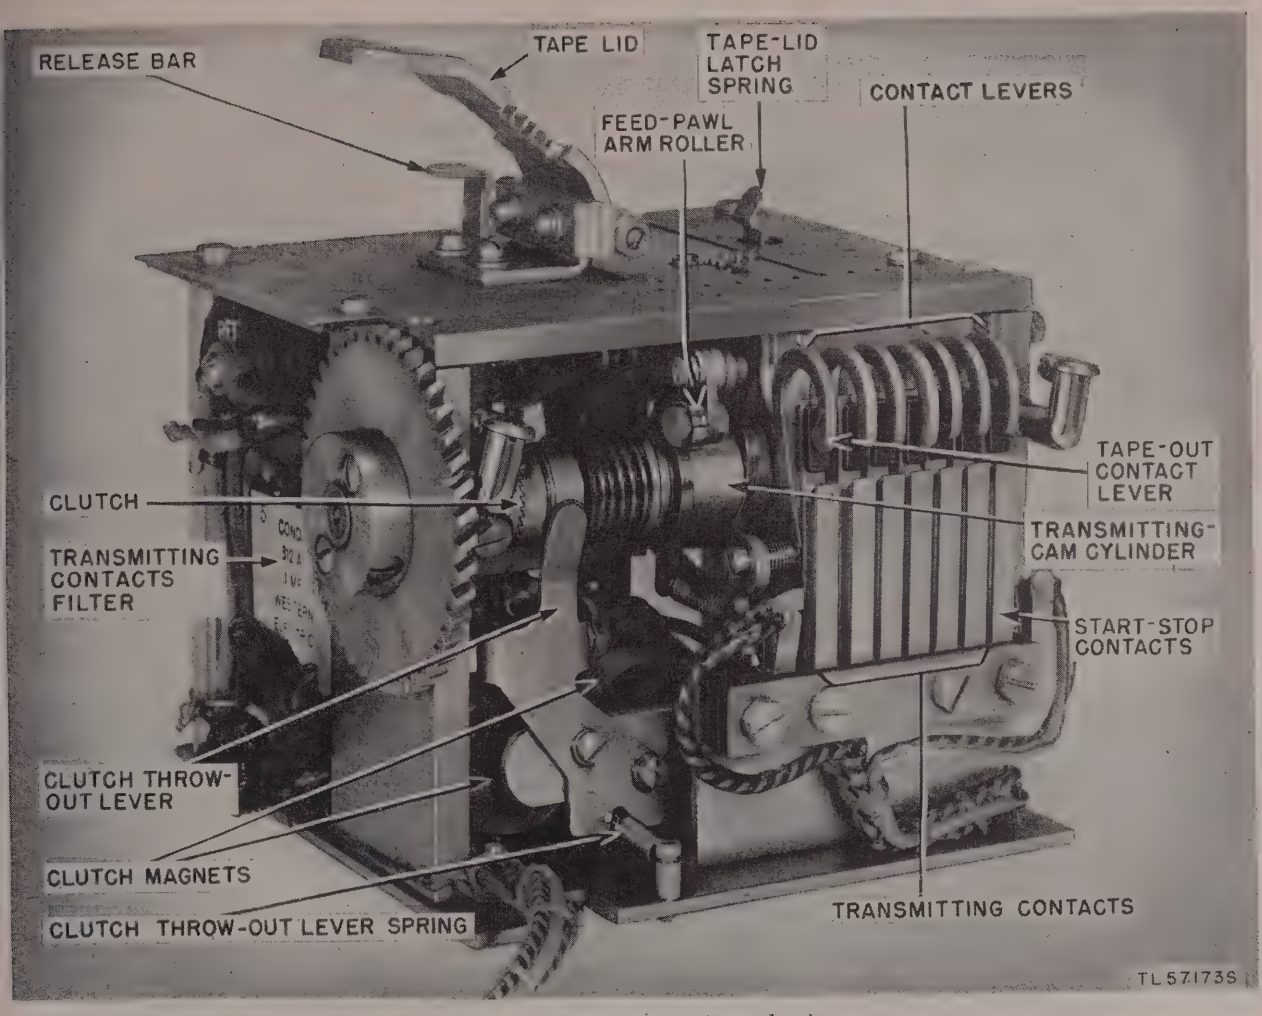

Figure 63. Transmitter-unit mechanisms.
a. Transmitting-Cam Cylinder. The transmitting-cam cylinder normally is held stationary because the clutch members on the transmitting shaft are held disengaged by the clutch throw-out lever (figs. 63 and 82). When the clutch magnets are energized, the clutch members engage and rotation of the transmitting-cam cylinder starts the cycle of operation.
d. Start-stop Cam. The start-stop cam controls a contact lever which in turn actuates the start-stop contacts (fig. 63). These contacts are opened at the beginning of each revolution of the cam cylinder to transmit the start impulse (spacing) and remain open during the transmission of the five impulses. After the fifth impulse has been transmitted, the start-stop contacts again close, sending the stop impulse (marking) to the line.
h. Hinged Tape Lid (fig. 63). The message transmitter is equipped with a hinged tape lid which permits the use of perforated or chadless tape without altering its adjustments. Tape is inserted directly under the latched lid after depressing the release bar. For inserting tape loops, the lid may be unlatched.